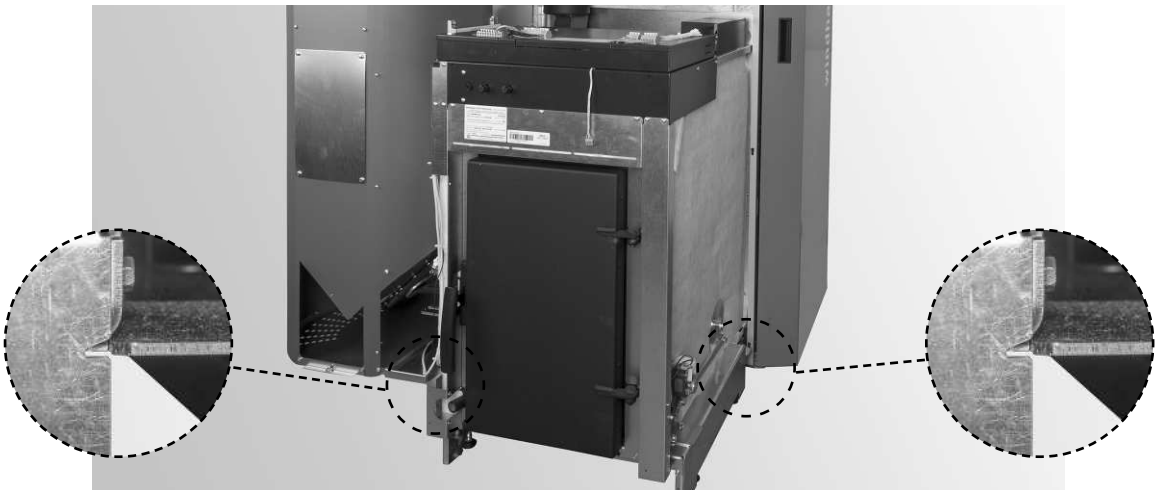

Fig. 114 Chaudière à pellets dans l'équerre de positionnement
– Pousser la chaudière à granulés sur les languettes, puis remonter les pieds. Le repère sur le socle doit être aligné sur l'équerre de positionnement – Fig. 114.